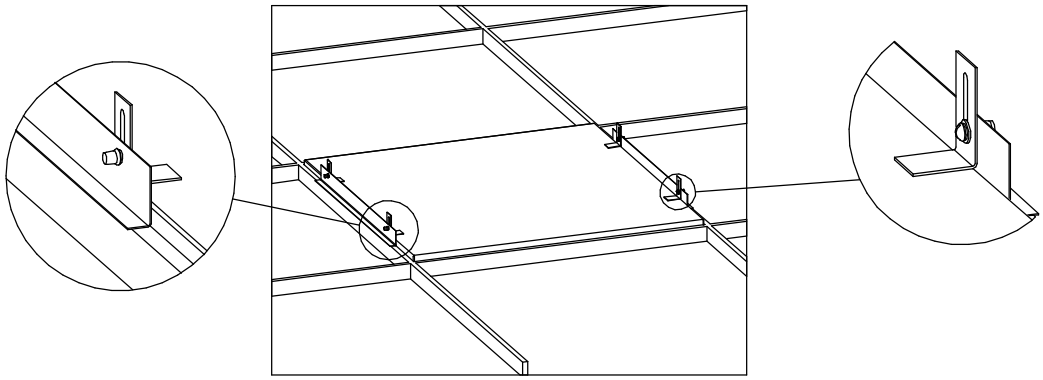

Рисунок 2 - Схема установки светильника на уголках
6.3 Установите светильник на опорную поверхность (см. рисунок 2).